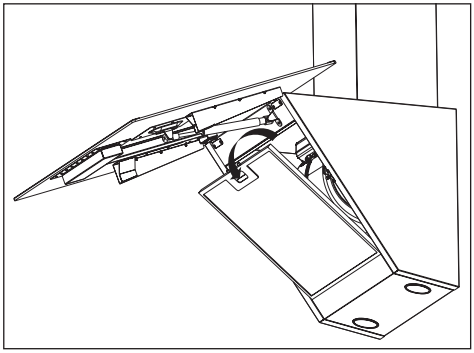

Рисунок 10
2. Затем слегка опустить его и потянуть вперед. В противном случае фильтр может погнуться (рисунок 10). После того, как алюминиевый фильтр вымыт и высушен, установить его обратно, придерживаясь шагов, описанных выше, в обратном порядке.
- Снять алюминиевые фильтры Рисунок 10